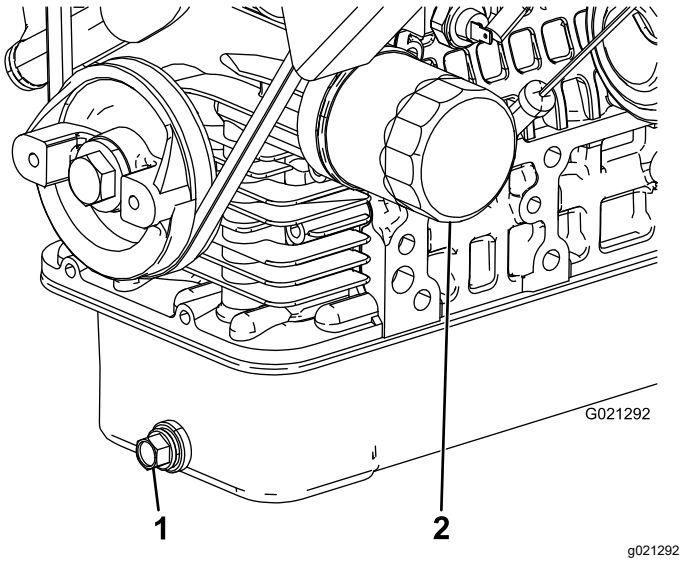

Figur 37
2. Fjern aftapningsproppen, og lad olien flyde over i aftapningsbeholderen (Figur 37).
4. Fjern oliefilteret (Figur 37).